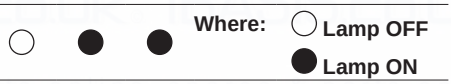

Fig. 7.11
- The lamps should give the indication as in Fig. 7.11 (coefficient K setting). If not, press the reset button repeatedly to obtain it.